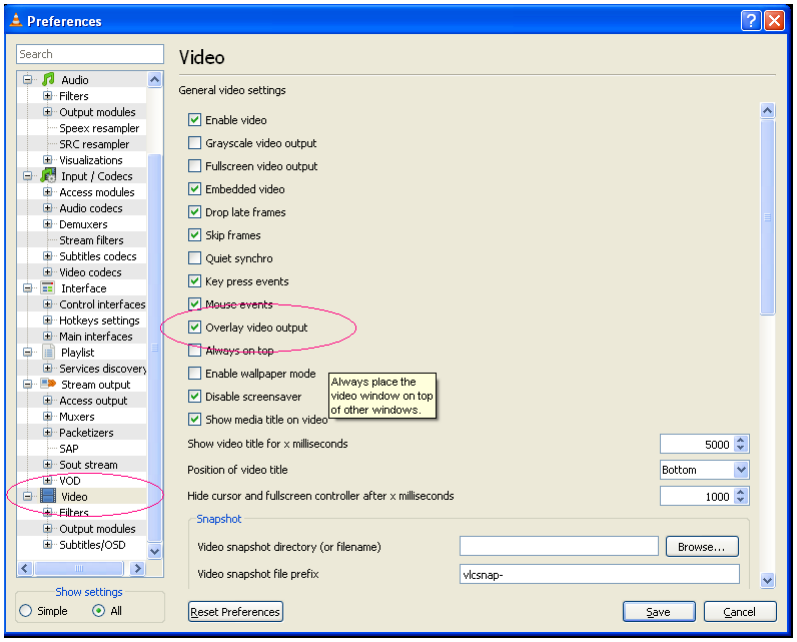

Figure 25. Overlay Video Output
4. On the left pane, click 'Video' and select the 'Overlay video output' option, as shown in Figure 25. Also, select 'All' in Show settings.